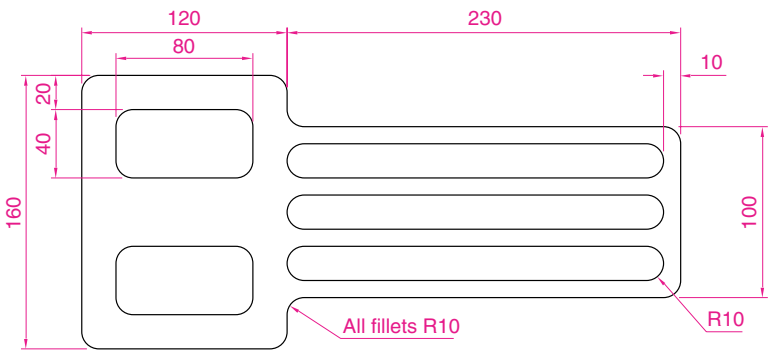

Fig. 5.46 Exercise 1
1. Construct the drawing in Fig. 5.46. All parts are plines of width = **0.7** with corners filleted R10. The long strips have been constructed using **Circle, Polyline, Trim** and **Polyline Edit**. Construct one strip and then copy it using **Copy**.